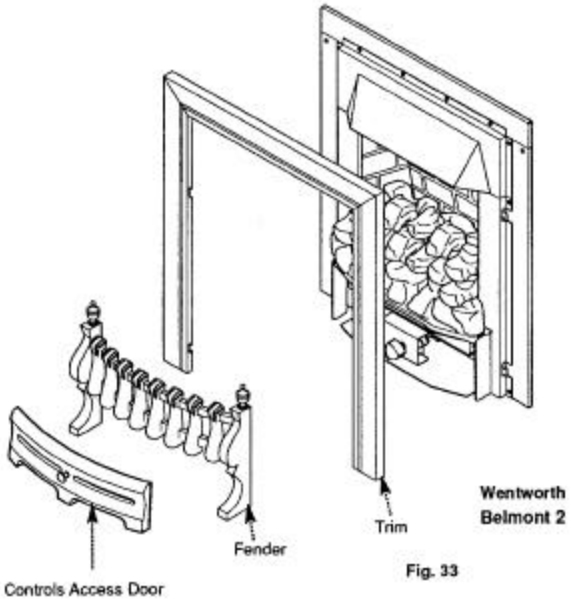

Fig. 33
8.2 Wentworth, Belmont 2 Models (Fig. 33)